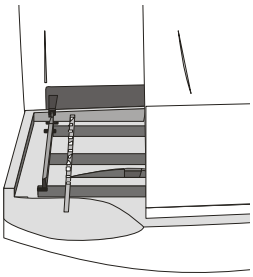

Figure 2-16
2.4.4 Put the strip in the test area of the analyzer (Figure 2-16), and make the reagent areas upward; it will be sensed by the analyzer and pushed to the testing area. Testing result will be printed out after test.